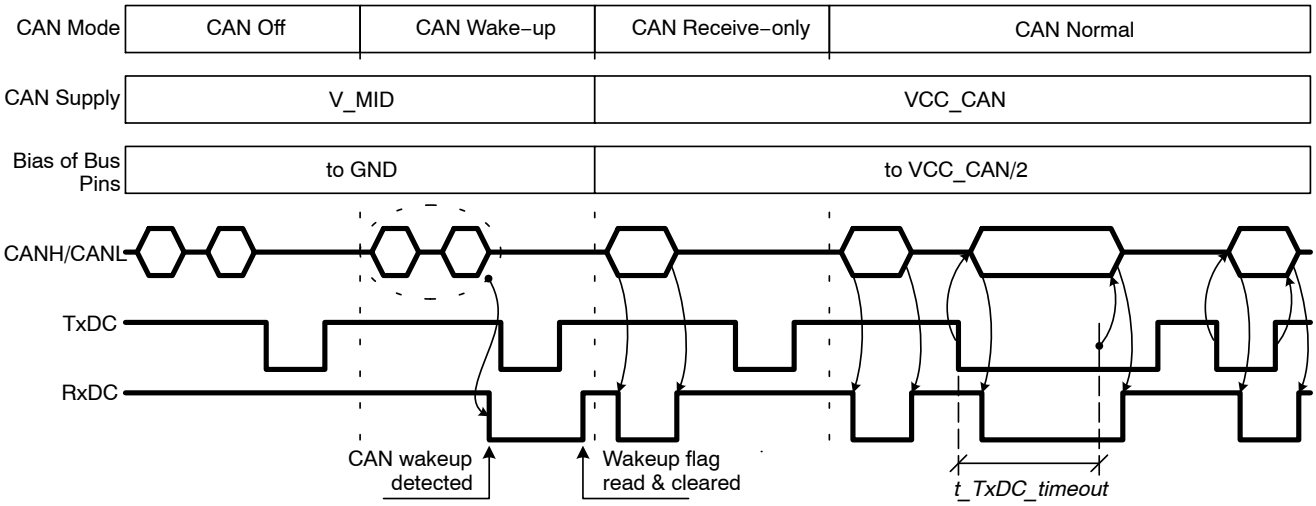

Figure 7. CAN Transceiver Modes
NCV7471(A) contains a high−speed CAN transceiver compliant with ISO11898−2 and ISO11898−5 standards, consisting of a transmitter, receiver and wakeup detector. The CAN transceiver can be connected to the bus line via a pair of pins CANH and CANL, and to the digital control through pins TxDC and RxDC. The functional mode of the CAN transceiver depends on the chip operating mode and on the status of the corresponding SPI bits – see Table 4, Table 5 and Figure 7.